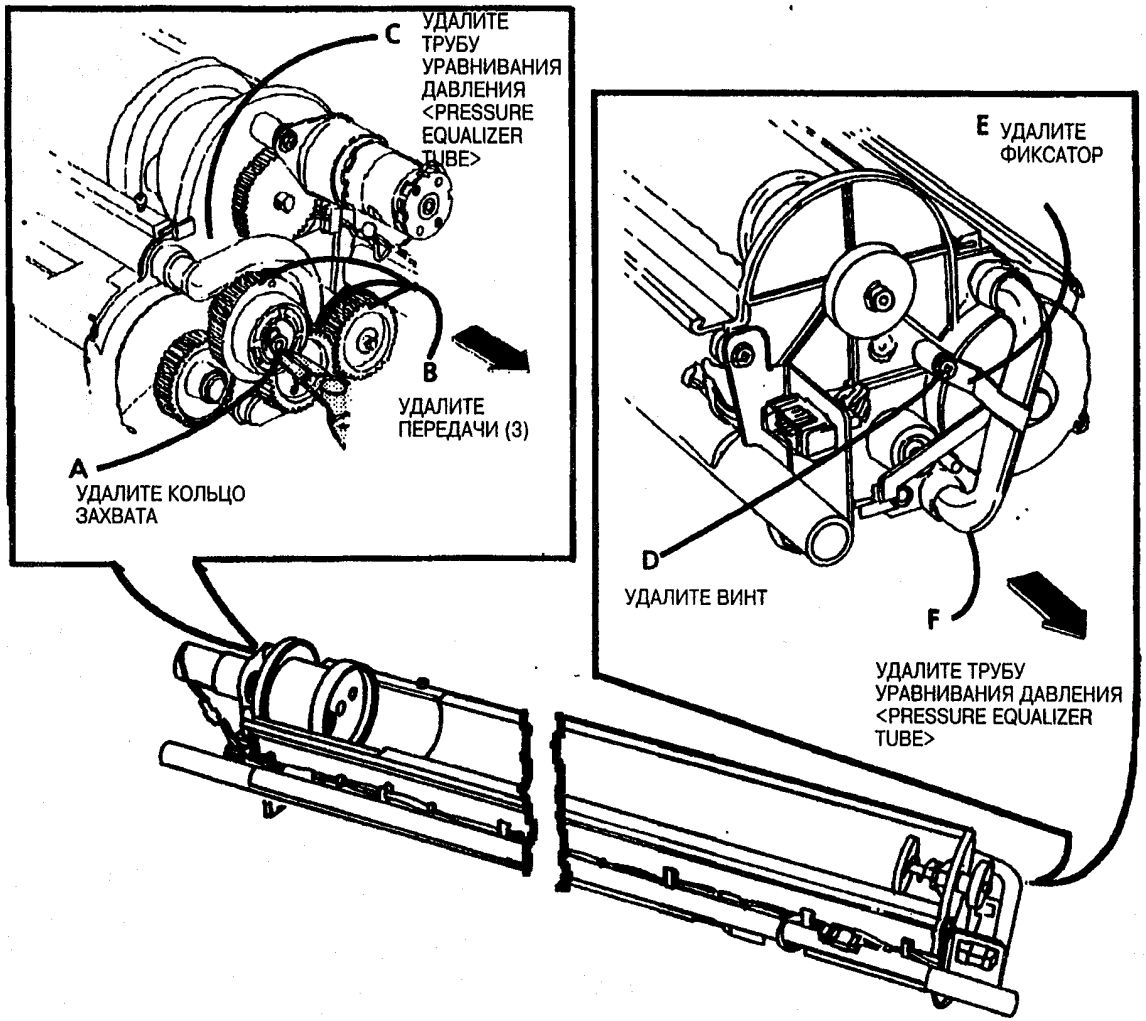

Рис. 11. Удалите трубы уравнивания давления <Pressure Equalizer Tubes>
18. (Рис. 11): Удалите трубы уравнивания давления <Pressure Equalizer Tubes>